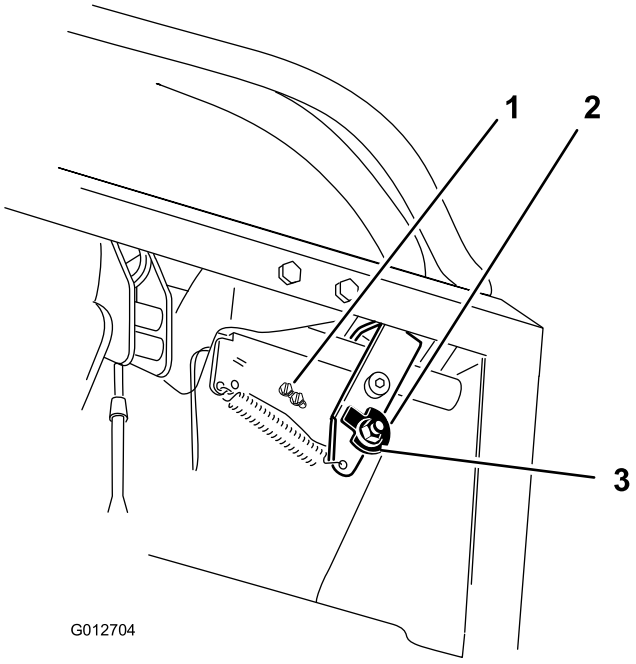
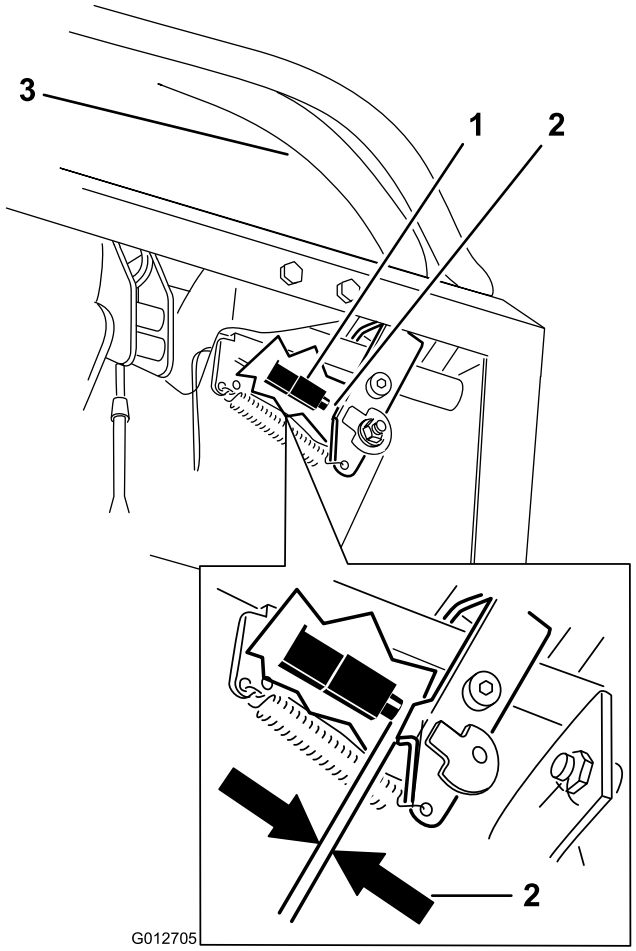

Figure 69
Figure 70
7. Desserrez l'écrou de fixation de la came (Figure 69).
10. Vérifiez l'écartement entre le levier de commande et l'interrupteur comme illustré à la Figure 70. L'écartement doit être de 3 mm (1/8") lorsque le levier de commande de déplacement droit est au point mort, en position déverrouillée.
11. Au besoin, desserrez les vis de fixation de l'interrupteur et réglez l'interrupteur (Figure 69 et Figure 70).